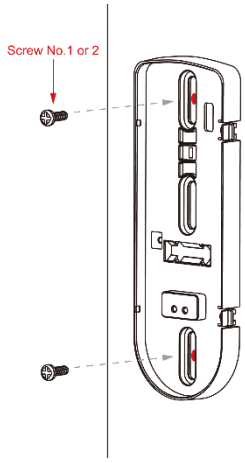

Figure 4-5 Installing the Screws
5. Secure the bracket with screws (No. 1 or No. 2). Please see Figure 4-5.